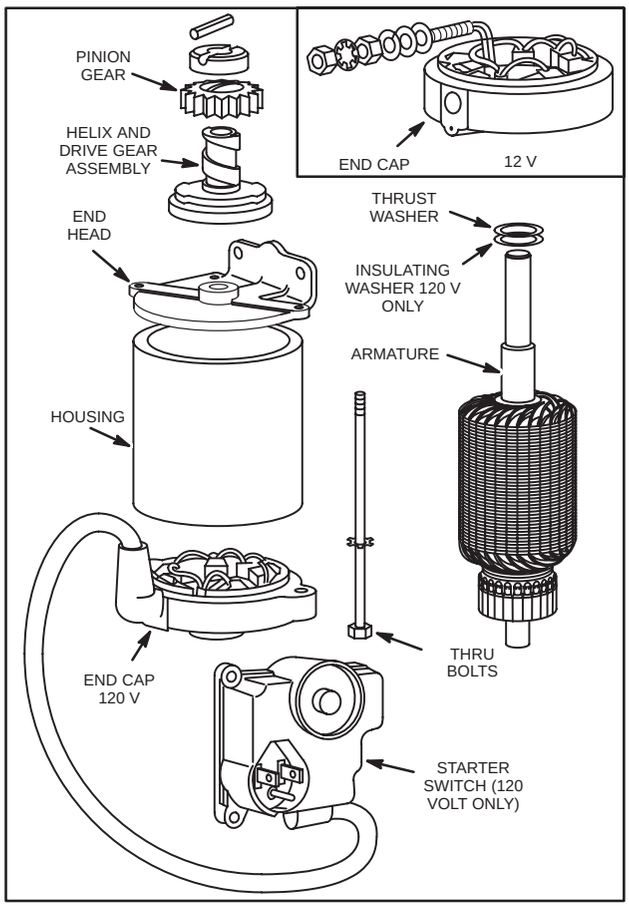

Fig. 698 – 12 VOLT & 120 VOLT STARTER MOTOR – EXPLODED VIEW
1. Study Fig. 698 prior to starter motor disassembly.